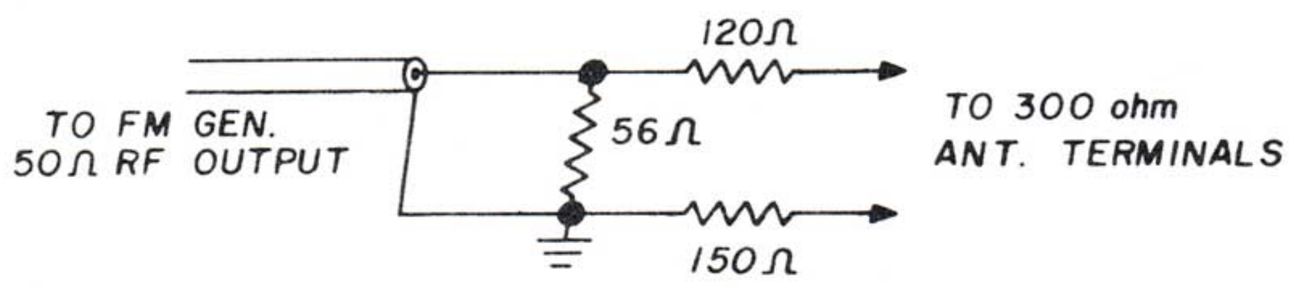

Figure 5
1. Set the SELECTOR switch to FM. Connect an FM Generator to the 300 ohm antenna terminals using a matching network, if necessary, as shown below [Figure 5].